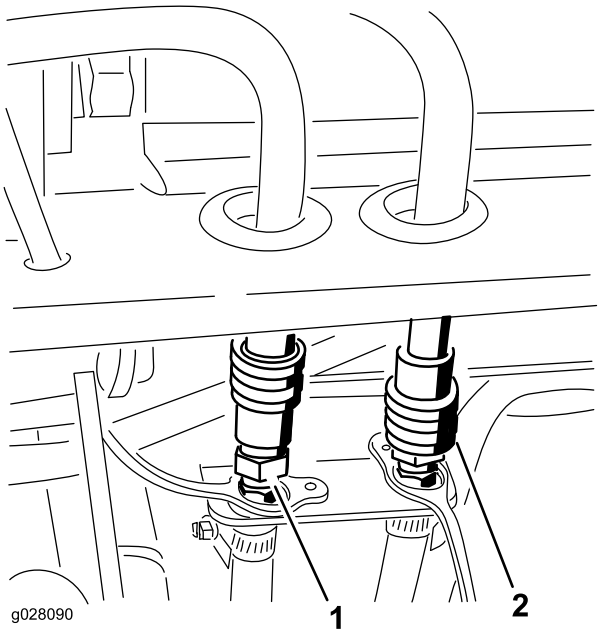

**Rysunek 124**
54. Podłącz przewód ciśnieniowy i powrotny kabiny do złącz w tylnym mocowaniu ramy (Rysunek 124).